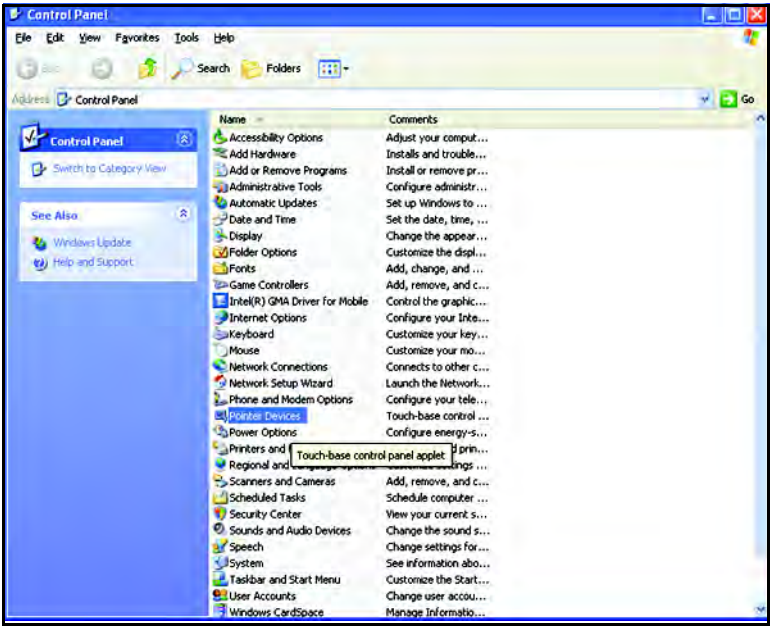

Рис. 123: Панель управления со значком указателей
1. Запустите USM Vision+ в качестве *Администратора*. С *Панели управления (Control Panel)* USM Vision+ запустите прикладную программу контактной панели управления, дважды щелкнув значок Pointer Devices (Указатели), как показано на *Рис. 123* ниже.